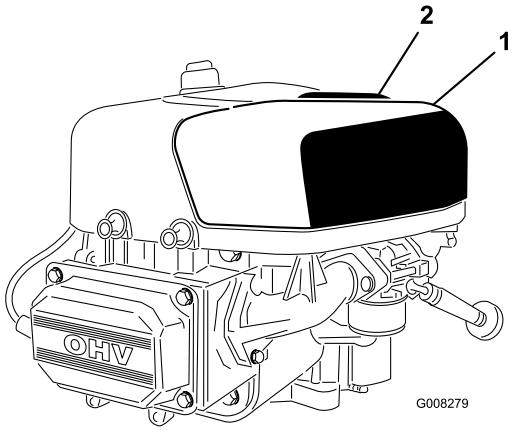

Figur 20
2. Dra luftrenarkåpans handtag uppåt och vrid det mot motorn (Figur 20).